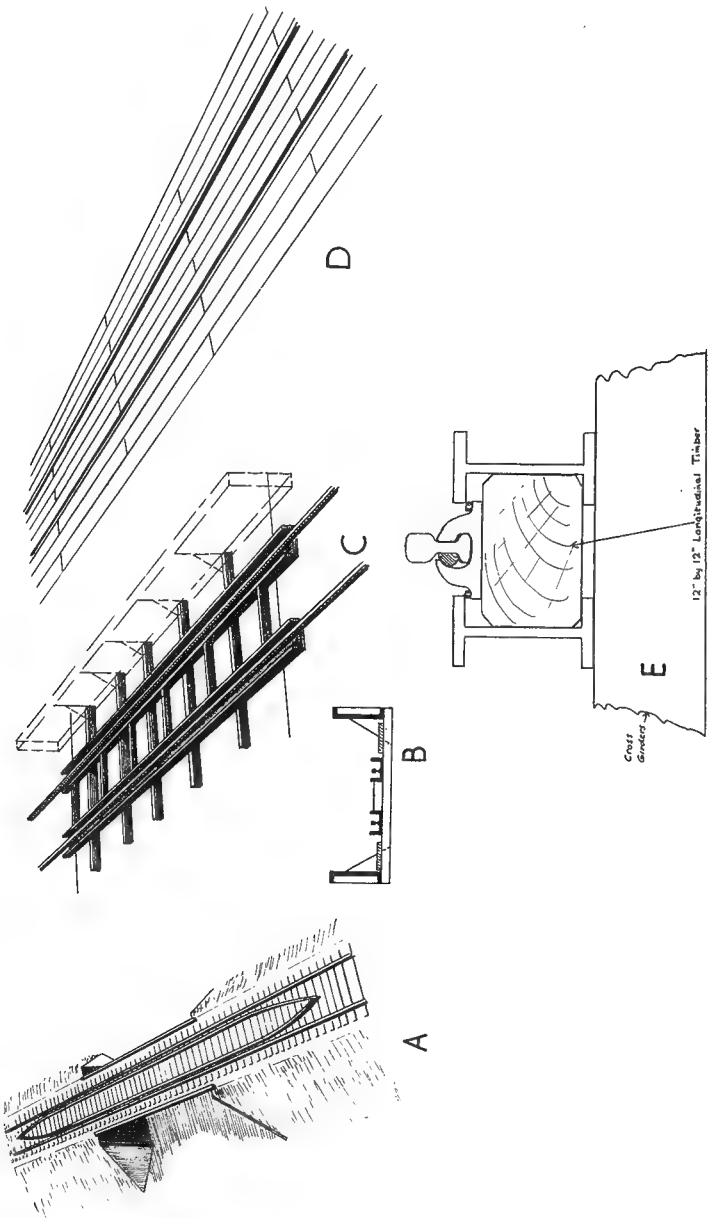

FIG. 20. TRACK ON BRIDGE DECKS
The construction of the deck of a bridge is of an importance equal to that of the bridge itself, and may take the open steelwork form, or may be of timber or of ballast. Arch bridges are usually provided with a coarse filling and bottoming, covered with asphalt and finally faced with graded ballast. Timber decks are usually built flush with the tops of the tracks, the timbers being laid longitudinally as shown in Fig. 20 (D). B and C show a useful method to adopt on small bridges of the open-deck type, by using brass channel on to which the rails may be soldered. The arrangement gives a fair representation of the standard open-deck procedure of E. Guard-rails are usually fitted on the tracks of railway bridges, as in A, especially on all deck girders.